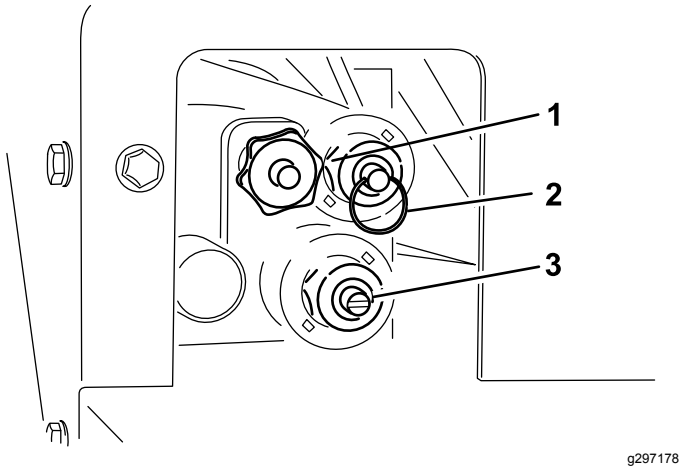

Figuur 25
De handbedieningsfunctie bevindt zich aan de besturingszijde van het hydraulische systeem (Figuur 25).
- Om de snelheid van de lopende band aan te passen (Figuur 25), draait u de knop rechtsom. Bij het kleurgecodeerde bedieningssysteem wordt de maximale snelheid van de loopband gebruikt, daarom kan deze aanpassing worden verricht zonder dat er hydraulische stroming aanwezig is. Dit is met name relevant als de hopper vol zand zit.
- Om de hopper omhoog te brengen (Figuur 25), moet u de ring op het ventiel naar binnen duwen.
- Om de hopper omlaag te brengen (Figuur 25), moet u de ring op het ventiel naar buiten trekken.
- Gebruik een schroevendraaier (Figuur 25) met een platte kop om de spinnersnelheid aan te passen. Draai rechtsom om de snelheid te doen toenemen en linksom om de snelheid te doen afnemen.